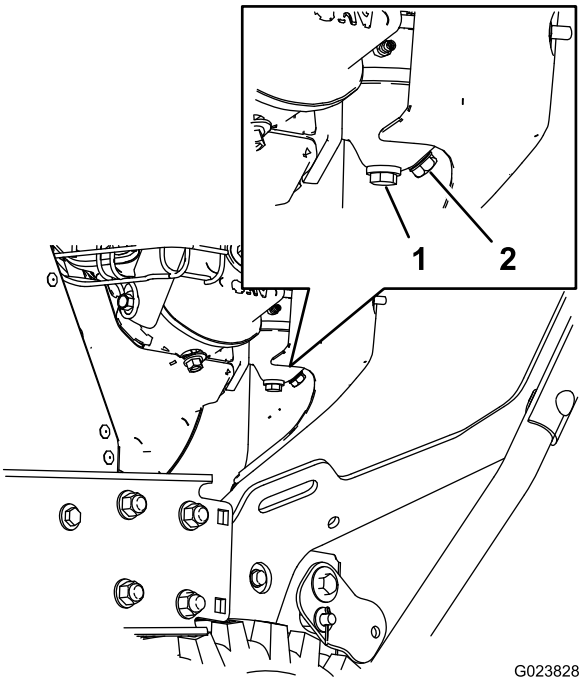

Figure 28
1. Localisez le boulon de vidange dans l'orifice latéral de la cuve du carburateur (Figure 28).